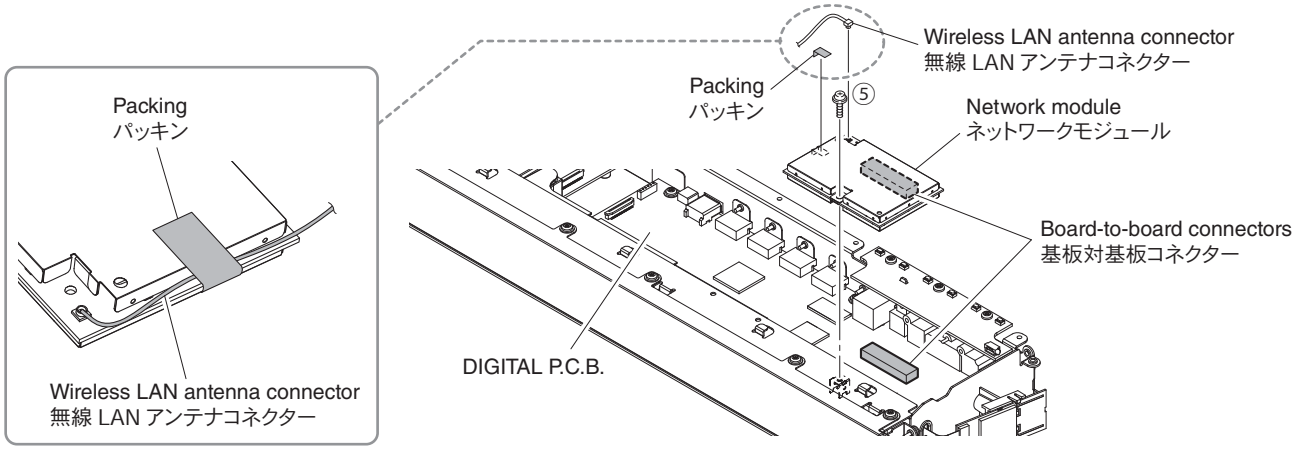

Fig. 2
b. Remove screw (⑤). (Fig. 2)
c. Remove the network module to upward. (Fig. 2)
b. ⑤ のネジ 1 本を外します。(Fig. 2)
c. ネットワークモジュールを上方へ外します。(Fig. 2)